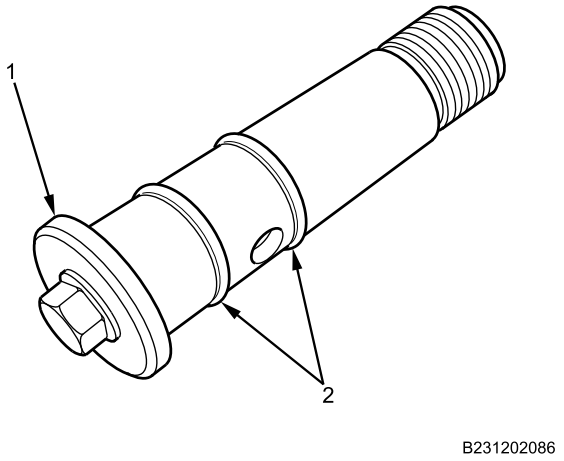

Figure 3. Air Dryer Cartridge Bolt.
1. Install new O-rings (Figure 3, Item 2) on air dryer cartridge bolt (Figure 3, Item 1).